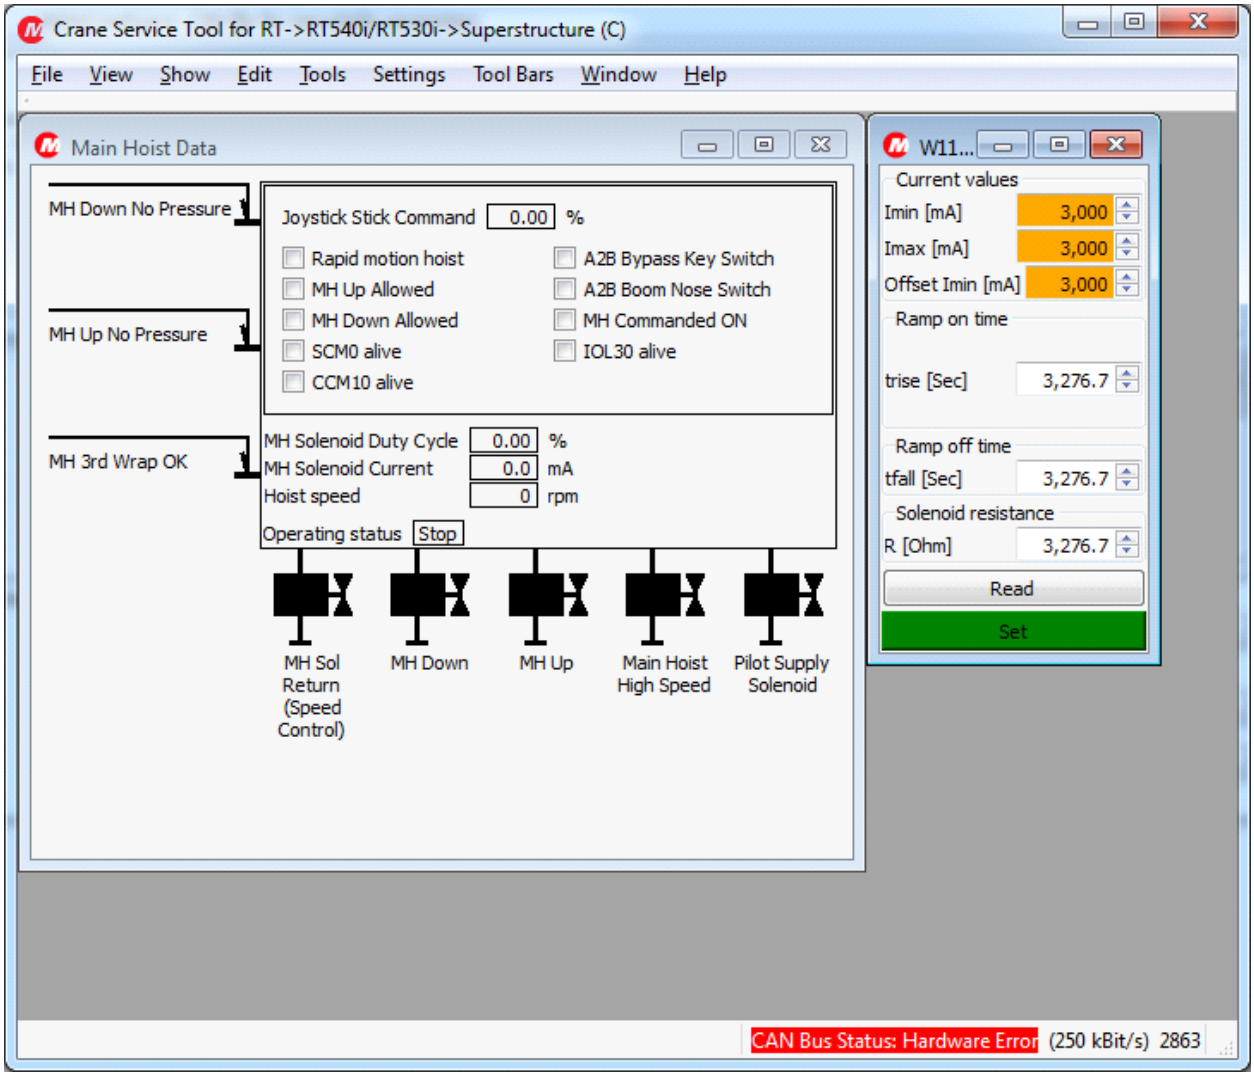

FIGURA 2-8
1. Conecte una computadora portátil al conector para diagnóstico de la cabina y verifique que CAN C esté seleccionada (posición 3 en la perilla selectora de CAN) (Figura 2-8)